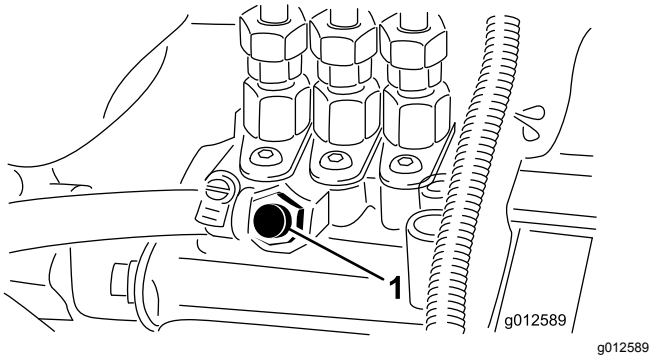

**Figur 28**
5. Åbn udluftningsskruen på brændstofindsprøjtningspumpen (Figur 28).